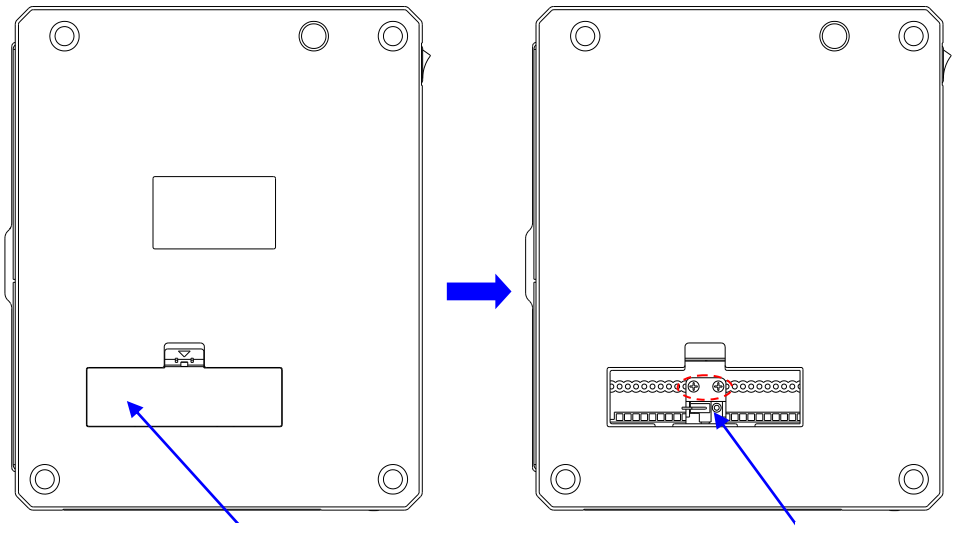

Figure 2-22 Change the Reflective Media Sensor Position
2. Move the media sensor to the appropriate position. See Figure 2-22.